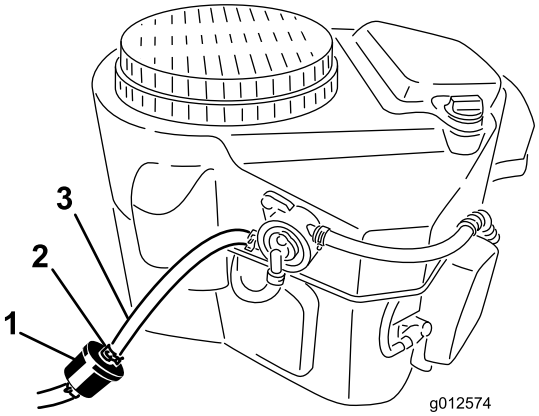

Figur 52
2. Rengjør rundt drivstofflokket for å hindre at det kommer rusk inn i drivstofftanken (Figur 52).
4. Klem sammen endene på slangeklemmene, og skyv dem bort fra filteret (Figur 52).